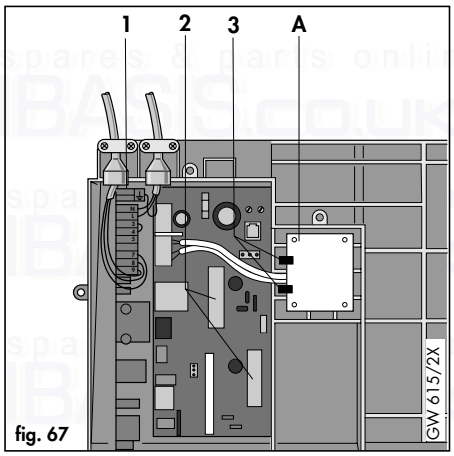

fig. 67
- Unplug transformer (A, fig 67) connecting lead from main switch board.
Move clips (3, fig. 67) to the left and remove transformer from control box.